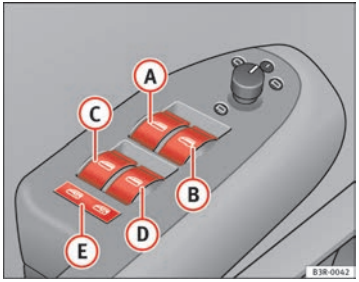

Fig. 79 Detail of the driver door: Control switches
(A) Switch ⇒ fig. 79 for the driver door window
The safety switch ⇒ page 108, fig. 79 (E) can deactivate the rear door switches. The windows can only be operated from the rear when the safety switch is pressed in.